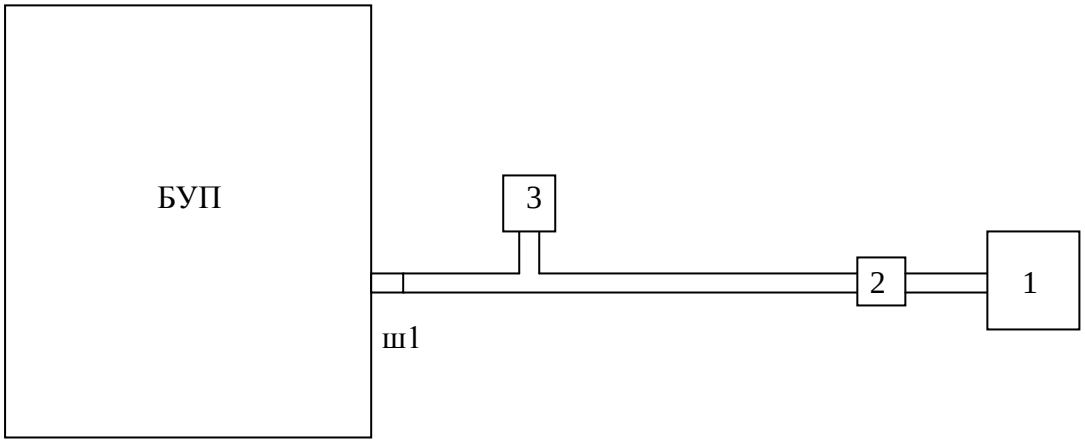

Рисунок 2. Схема подключения баллонов с нулевым газом или азотом к БУП
2.3.11 В случае присутствия в рабочем помещении следов хлора подключить ко входному штуцеру 1 "**ВХОД ЛИН. ГЕН**." на задней стенке БУП баллон с нулевым газом или азотом под давлением через вентиль плавной регулировки и тройник с выходом на индикатор расхода, как показано на рис. 2.